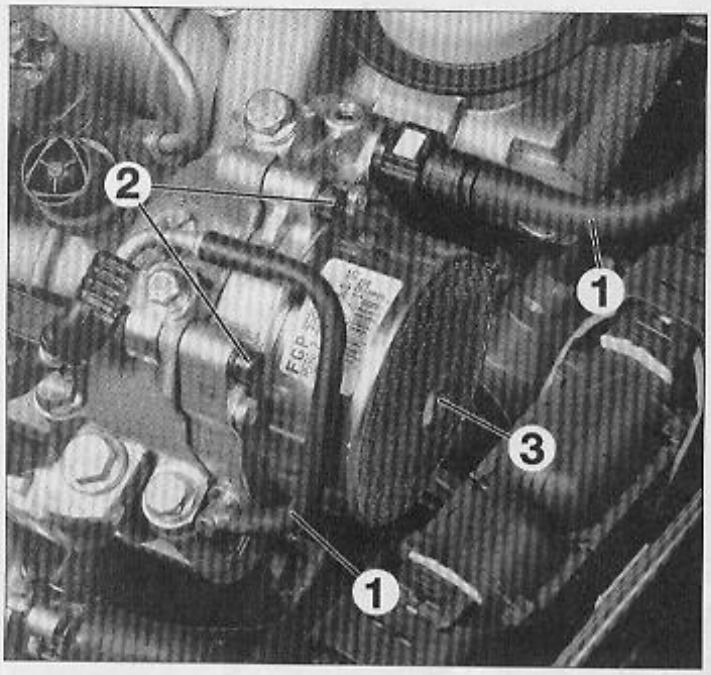

FIG. 19
• Débrancher les deux canalisations (1) (Fig.19).
• Dévisser les trois vis (1.9 JTDm "120") ou les quatre vis (1.9 JTDm "150" et 2.4 JTDm) de fixation (2) puis déposer la pompe (3).